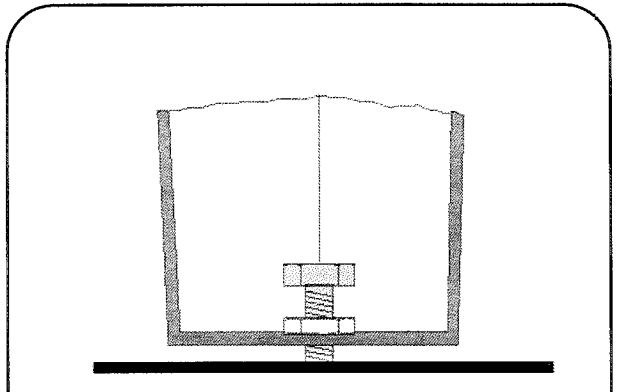

Fig. 23
30. Si raccomanda di mettere subito in bolla la macchina. Per far ciò in dotazione sono date 2 viti 10x25 e 2 dadi da montare su uno o due piedi. Qualora si dovesse ricorrere a tale regolazione, montare le viti e i dadi come in Fig. 23.
30. You can now level off the machine. For this operation, you are provided with two 10x25 screws and 2 nuts to fit onto one or two feet. If adjustments are needed, fit the nuts and screws as shown in Fig. 23.